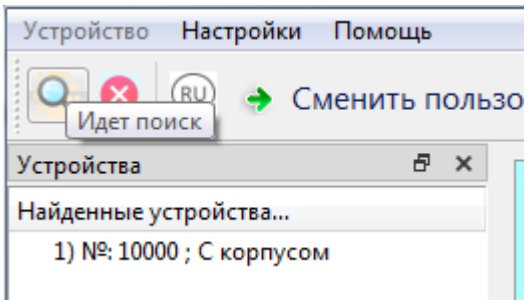

Рис. 10. Поиск устройств
4) Нажмите кнопку поиска устройств (Рис. 10).